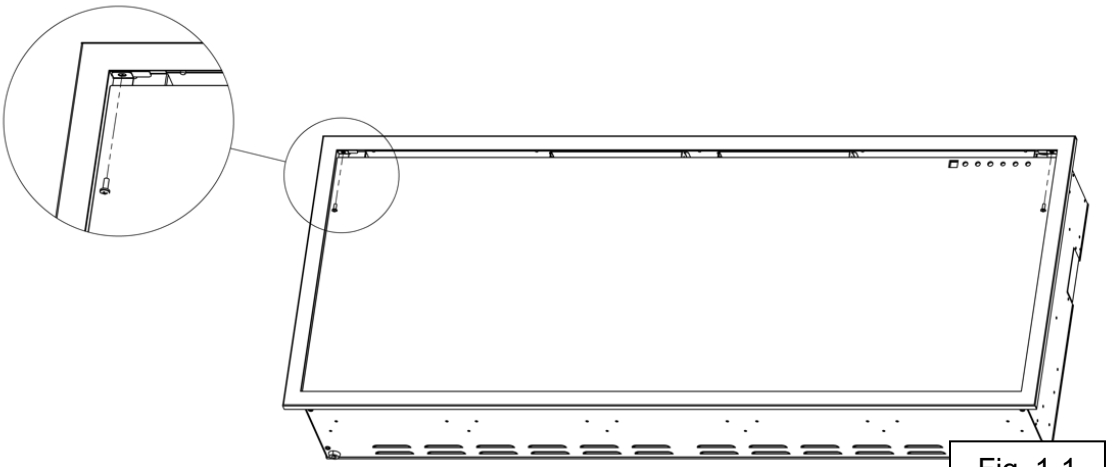

Fig. 1-1
- With one hand on the front glass to prevent it from falling, remove the two screws (one per side) from the underside of the viewing area of the fireplace (Fig. 1-1). Set the screws aside.